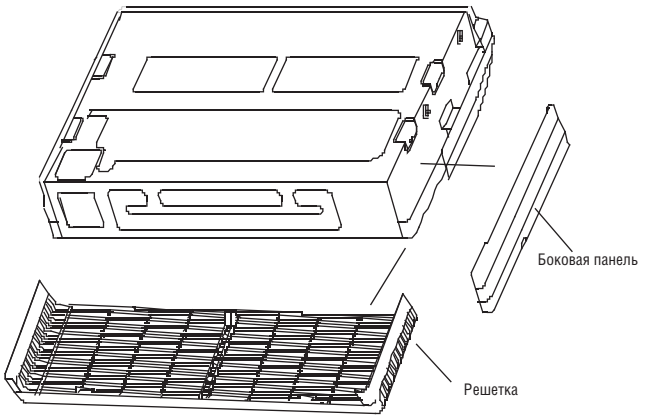

Рис. 4-10
- Снимите боковую панель и решетку (см. рис. 4-10) (не снимайте решетку на моделях 48 и 60).